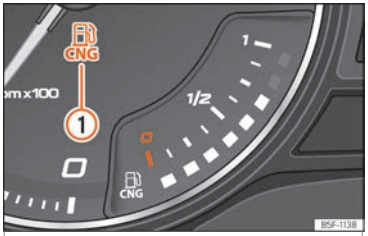

Fig. 122 Painel de instrumentos analógico: indicador de nível de gás natural
CNG	**Acende-se a verde ››› Fig. 122 ①**